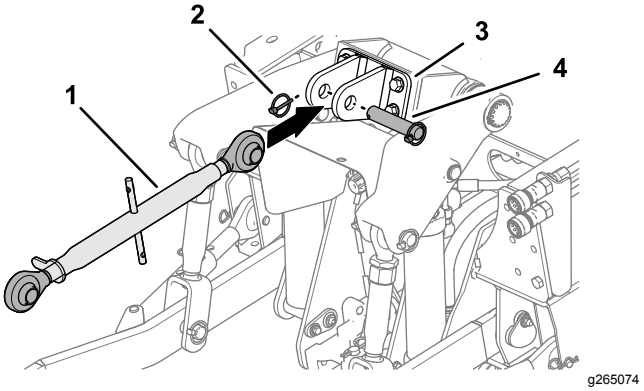

Рисунок 16
3. Установите верхнюю тягу 3-точечного сцепного устройства (если она была снята) (Рисунок 16) на тяговый блок.